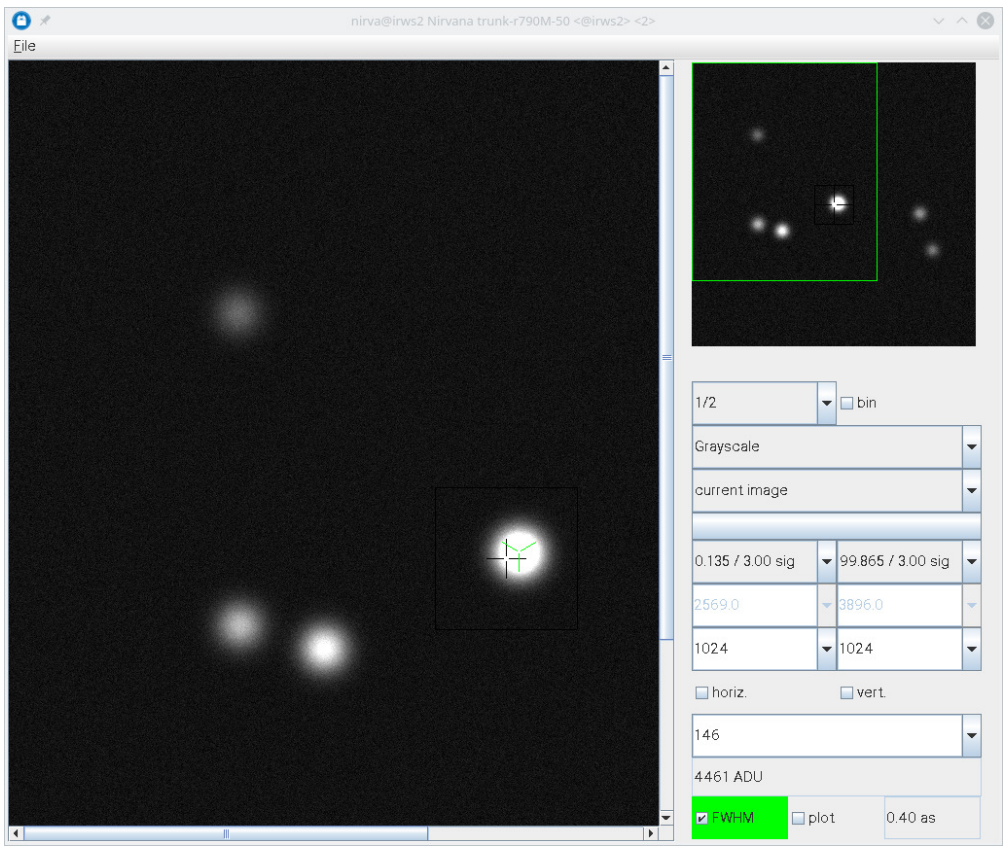

Figure 15: Current Exposure Display. Right after GEIRS startup this shows the white-on-blue logo of the MPIA.
4.3.3.1 Introduction The display tool, Figure 15 works similar to `ds9` or `fv` tools with some display options and similar statistics. The GEIRS display, however, is completely unaware of world coordinate systems standards. Some online data processing techniques are available. These interactive operations (magnifying, scrolling forward and backward through the frames, setting ADU cut levels,. . .) affect only the displayed data but do not manipulate the raw data that have been or will be saved to disk.
use the full path of `xpaset` or make sure by symbolic links that the `path` contains the executable. Note that `ds9` sometimes needs to read `ds9-64` depending on how this was compiled. With that setup, opening the GUI in Figure 15 may be superfluous.
The menu on the right hand side of Figure 15 has a number of fields, which are described from top to bottom in the subsequent paragraphs.